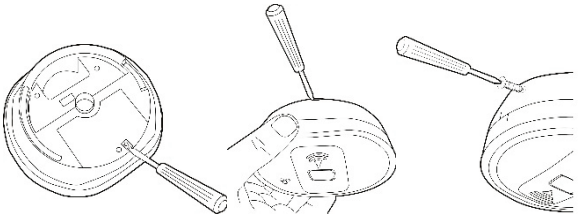

Fig. 4a *Fig. 4b* *Fig. 4c*
6) For at gøre detektoren modstandsdygtig over for uautoriseret fjernelse og manipulation skal den lille søjle på basen brækkes af som vist i fig. 4a. For at fjerne detektoren fra loftet er det nu nødvendigt at bruge en lille skruetrækker, som skal indsættes mellem detektorhuset og låsen i basen (fig. 4b). Den låste detektor kan yderligere sikres mod rotation med en selvskærende skrue som vist i fig. 4c